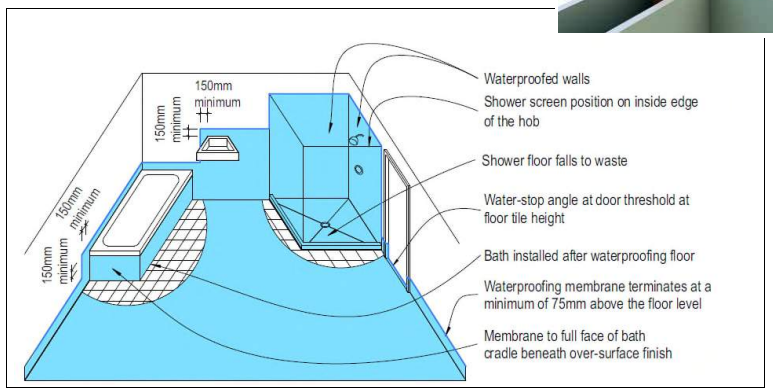

Figure 10: Typical extent of membrane in bathroom with hob to shower area
1. Shower area shown with waterproof membrane system to provide waterproofing to floor and walls, and with rigid screen and door. Refer to Fig 10 (p33) for other options which affect the extent of membrane to shower floor, and to walls around and adjacent to the shower area.